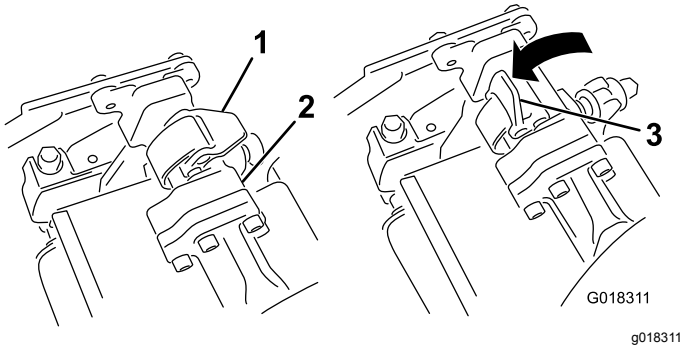
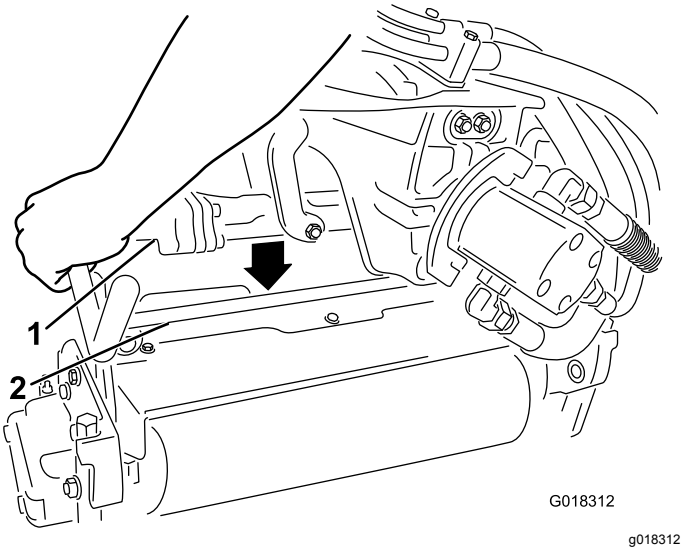

Figura 1
Figura 2
2. Con i fermi del braccio di sospensione in posizione Open (aperta) (Figura 1), premete il braccio di sospensione verso il basso in modo che la barra si inserisca nella barra della parte superiore dell'arieggiatore (Figura 2).
3. Spostate i fermi in posizione Chiusa per bloccare l'arieggiatore in posizione (Figura 1).